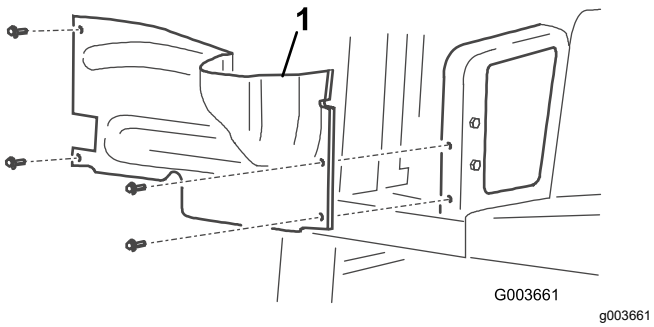

Figur 2
7. Fjern de fire bolte, der fastgør højre hjulafskærmning på stellet, og fjern afskærmningen (Figur 2).